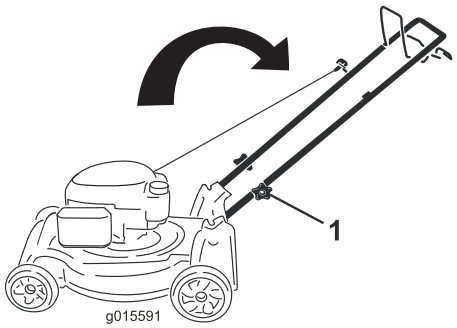

Figuur 31
1. Draai de knoppen van de handgreep los totdat u het bovenste deel van de handgreep vrij kunt bewegen (Figuur 31).
1. Handgreepknoppen (2)
2. Beweeg de handgreep naar voren zoals word getoond in Figuur 31.